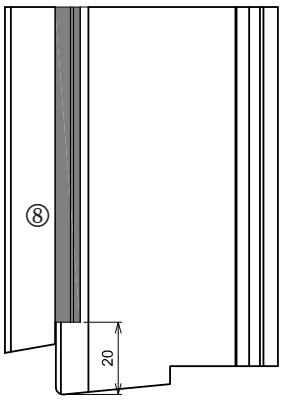

Abb. 4
- Die Blendrahmendichtung **8** unten 20 mm ausklinken, siehe Abb. 4.